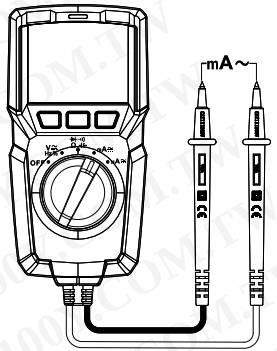

图4
3.直流电流测量(见图4,5)
4.交流电流的测量(见图4，5)